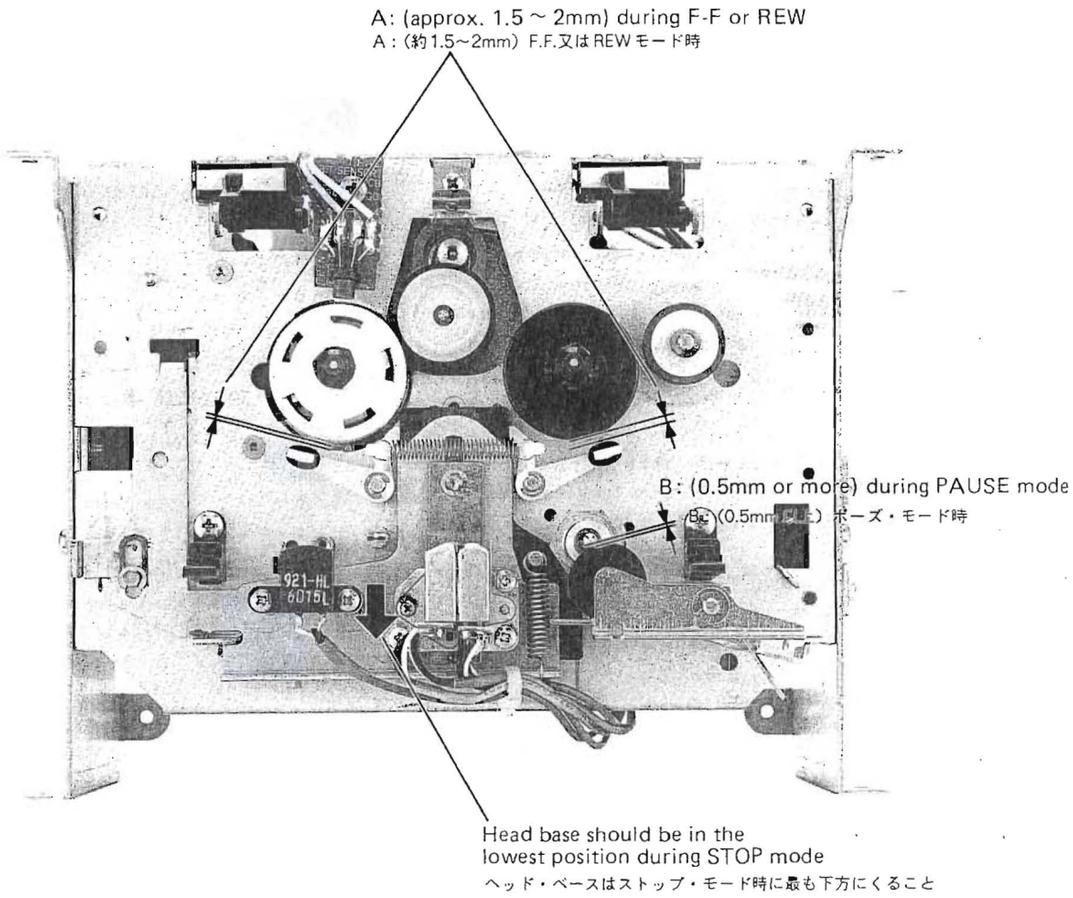

Fig. 5-7
a) A clearance between brake drum and brake pad ("A" in Fig. 5-7) of approx. 1.5 to 2 mm.
2. Set the deck to PAUSE mode and observe the clearance between the pinch roller and capstan shaft ("B" in Fig. 5-7). It should be 0.5 mm or more.